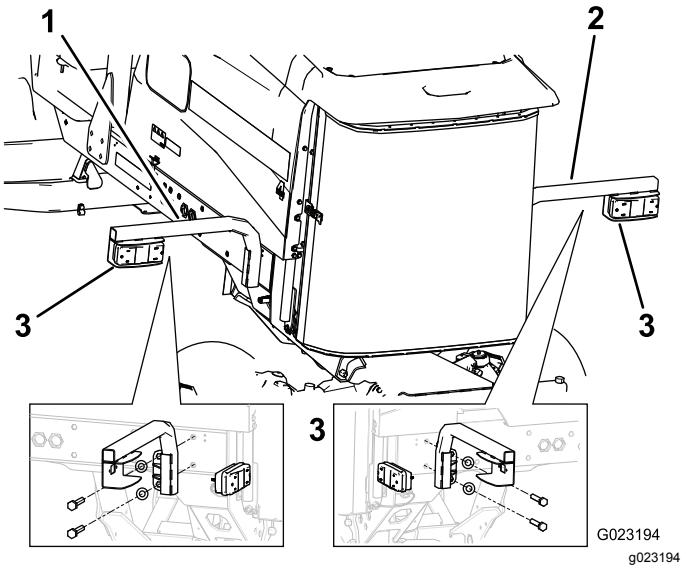

Figura 19
2. Assicurate la staffa del faro sinistro alla staffa e al telaio con 2 bulloni (⅝" x 3"), 2 rondelle piane e 2 controdadi, come illustrato nella Figura 19.
3. Montate il fanale posteriore sulla relativa staffa con i bulloni e i dadi forniti con il fanale (Figura 19).
5. Assicurate la staffa del faro destro al telaio con 2 bulloni (⅝" x 3") e 2 rondelle piane (Figura 19).